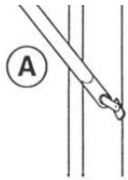

Fig. 2
2. Colocar los rodapiés (B) con encaje (fig. 2).
1. Enganchar la extensión (A) al costado (B).
2. Atar con la correa (C) la extensión al costado (Fig. 2).